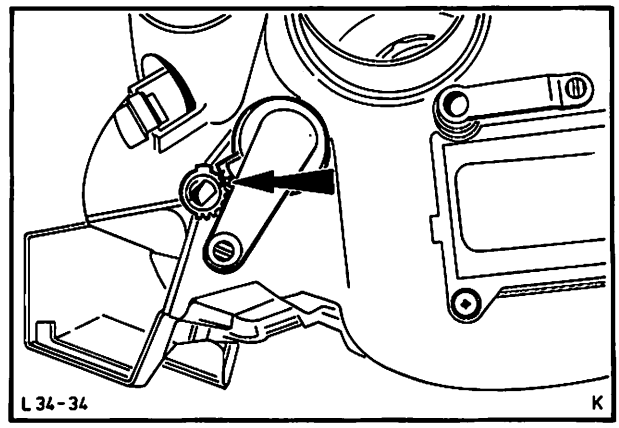

Abb. 38 Betätigungshebel einbauen
5. Betätigungshebel und Regulierklappen in die rechte Gehäusehälfte einbauen. Darauf achten, daß das Zahnsegment der Verteilerklappenachse mit dem Zahnsegment des Betätigungshebels segmentgleich übereinstimmt, Abb. 38.